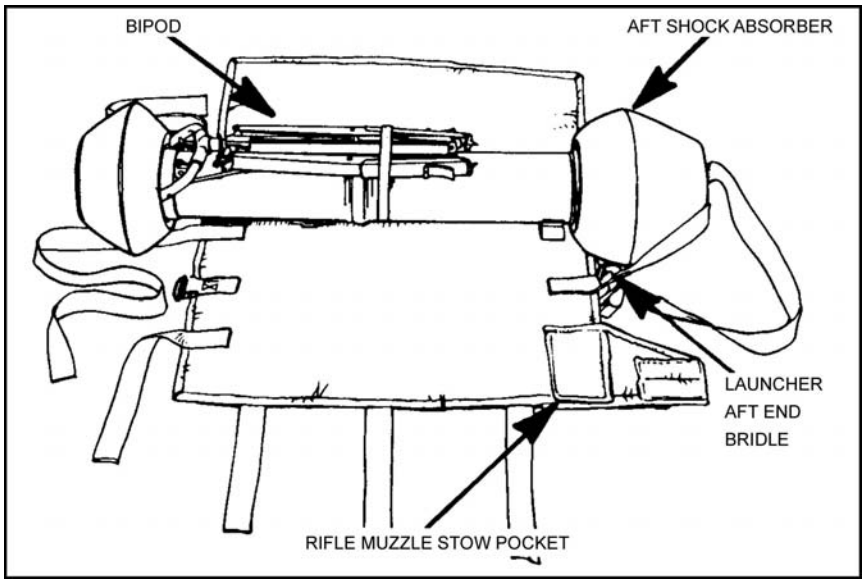

Figure 12-31. Missile being positioned.
(1) Place the pack with the felt side of the pack body facing up and extend all straps.
(2) Position the missile in the pack with the bipod facing up (Figure 12-31).
(3) Fit the aft shock absorber (large end) into the launcher aft end bridle of the jump pack.